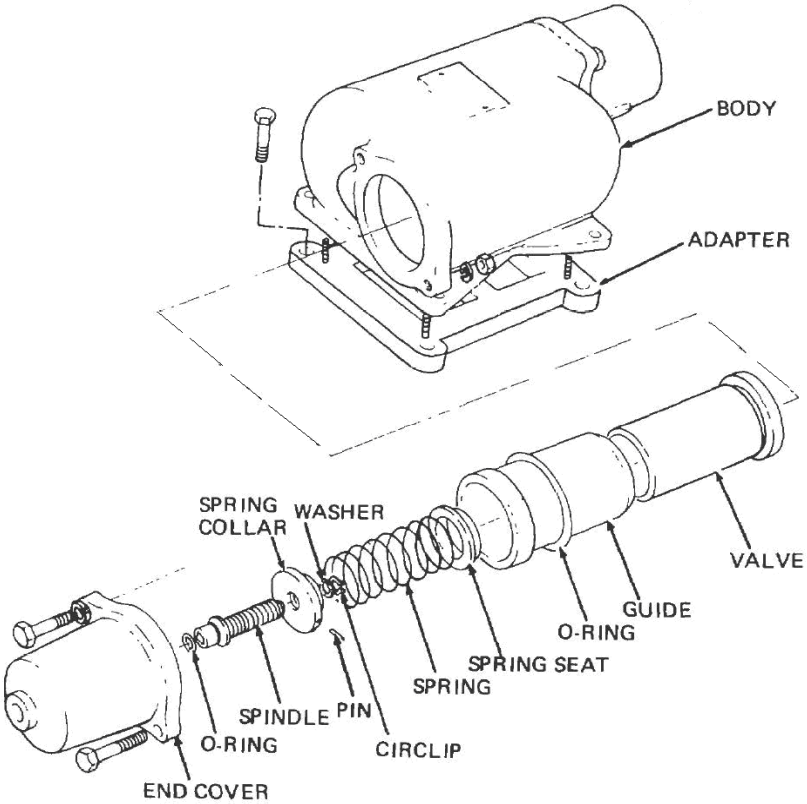

Figure 22 Dual Pressure Relief Valve – Exploded View
a. Remove the bolts, nuts and washers retaining the end covers to the valve housing and remove the covers (Figure 22) and discard the O rings.